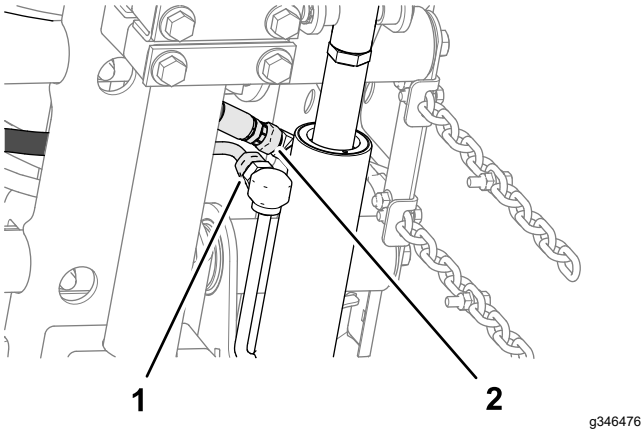

**Figur 16**
2. Rikta in en distansbricka mellan bärplattan och fästplattan (Figur 16). Montera sedan plattorna och distansbrickan löst med en vagnsskruv (⅜ x 1 ¼ tum) och en flänslåsmutter (⅜ tum).